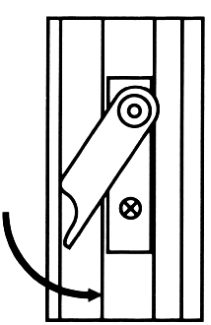

Рис. 4. Блокиратор поворота ручки
- выключить блокиратор поворота ручки (рис. 4). Для этого необходимо перевести подпружиненный клювик блокиратора, расположенный на торце створки, в вертикальное положение;